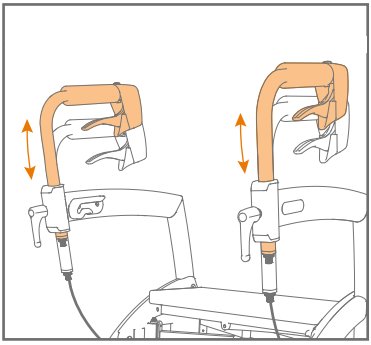

Figuur 15: Juiste hoogte instellen.
b. Schuif de handgrepen op de voor u juiste hoogte **(Figuur 15)**.